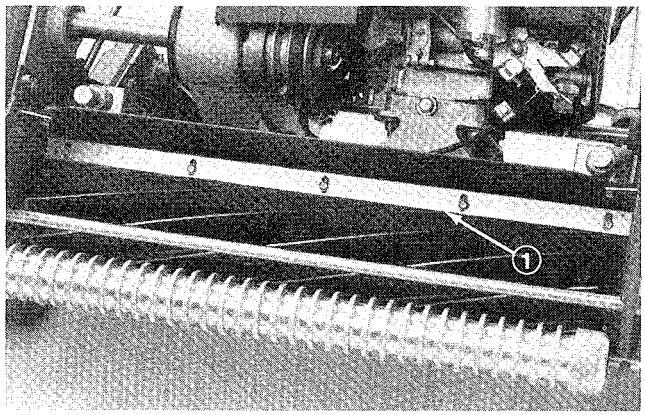

**Figure 13**
1. Loosen screws securing top bar (Fig. 13) to cutting unit. Insert .060 inch feeler gauge between top of reel and bar and tighten screws. Assure bar and reel are equal distance apart across complete reel.